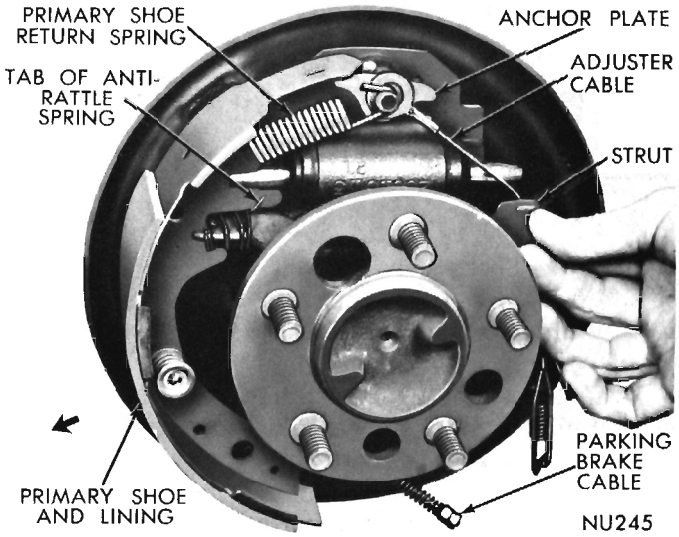

Fig. 8—Removing or Installing Parking Brake Strut and Spring (Left Rear)
(6) Spread anchor ends of primary and secondary shoes and remove parking brake lever strut and anti-rattle spring (Fig. 8).
(7) Disengage parking brake cable from parking brake lever.
(8) Disengage primary and secondary shoes from push rods (if so equipped) and remove from support. Remove adjusting star wheel assembly from shoes.
(1) Install parking brake lever on inner side of secondary shoe web after lubricating pivot with support plate lubricant. Secure with wave washer and horseshoe clip.
(2) Engage parking brake lever with cable, then slide secondary shoe against support plate, and at the same time engage shoe web with push rod, (if so equipped) and against anchor.
(3) Slide parking brake strut behind hub and into slot in parking brake lever. Slide anti-rattle spring over free end of strut. (Fig. 8). On ten inch brakes, be sure spring tab is pointing rearward and up on outside of shoe web (Left Brake), and pointing frontward and down behind shoe web (Right Brake) (Fig. 8). On eleven inch brakes, be sure spring tab is pointing forward and down and outside of shoe web (Left Brake), and pointing frontward and down behind shoe web (Right Brake) (Fig. 3).